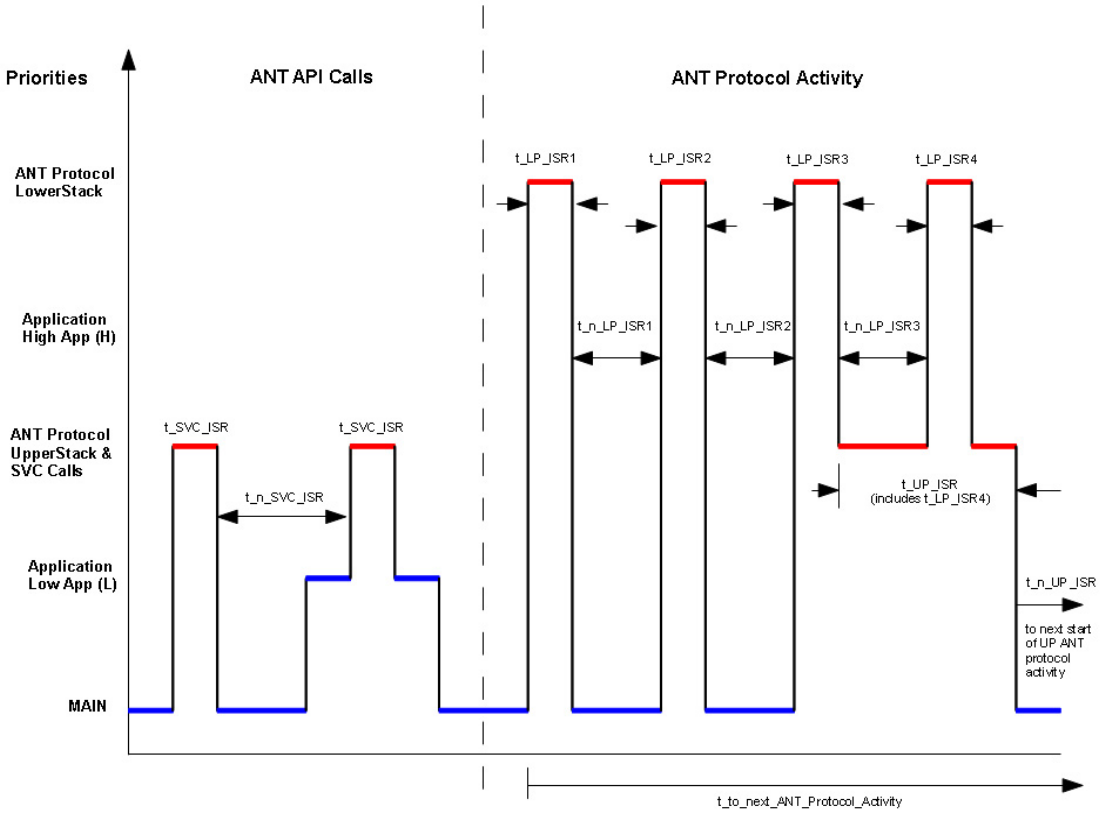

***Figure 4*** *Interrupt latencies due to SoftDevice processing*
***Figure 4*** illustrates the parameter values in ***Table 3*** on page 17. The SoftDevice architecture chapter of the *nRF51 Reference Manual* describes exception (interrupt) management in SoftDevices and is required knowledge for this section.